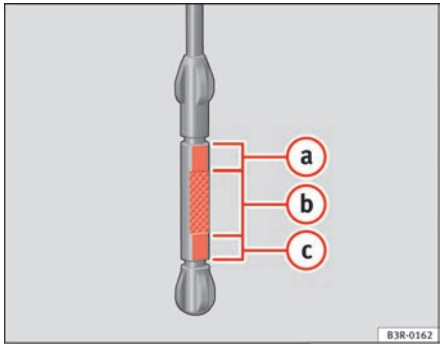

Fig. 173 Markings on oil dipstick
- Then pull it out once more and check the oil level ⇒ fig. 173. If the oil level is too low, add more engine oil ⇒ page 224.